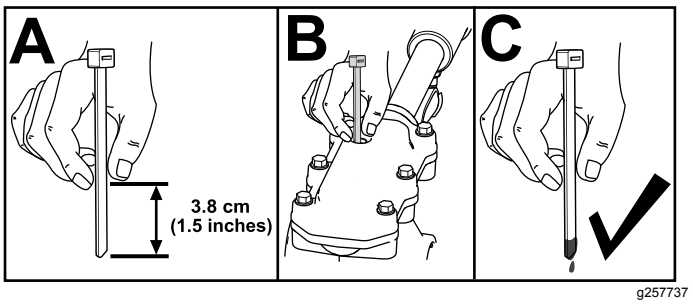

Figur 39
3. Kontroller oliestanden ved hjælp af en passende måleanordning, såsom et rent kabelbånd. Olien bør være ca. 3,8 cm under påfyldningsåbningen (Figur 39).